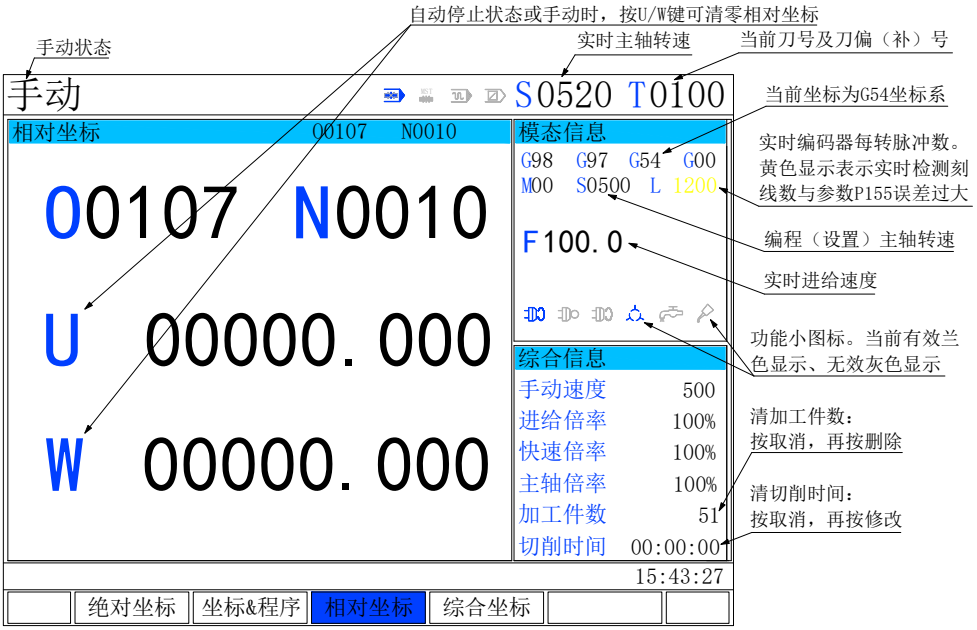

图 7.2-6。
6、回到手动相对坐标显示界面，并使相对坐标(U，W)的坐标值清零，如图 7.2-6。清零方法详见相对坐标清零节；